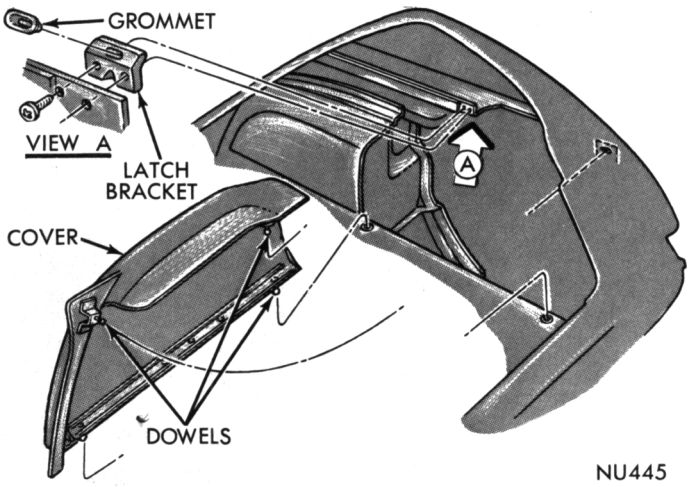

Fig. 74—Spare Tire Cover
(1) Remove spare tire cover assembly (Fig. 74).